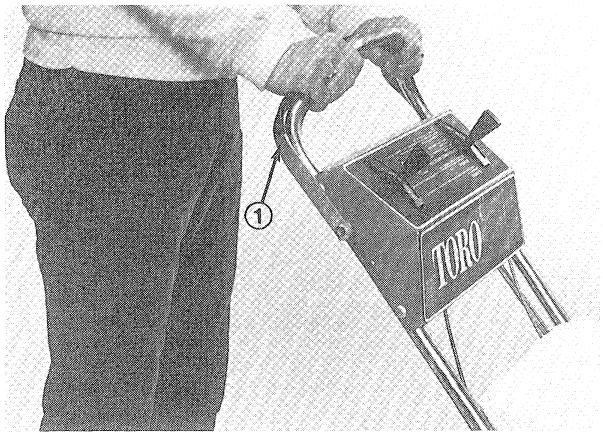

Figure 18
4. To drive mower with blade engaged, move control bar as instructed in previous step to engage blade, then continue moving control bar forward to handle (Fig. 18). Mower can be operated at variable speed in any gear by moving control bar partially forward. Mower ground speed will increase, up to speed allowed by gear selection, as control bar is moved toward handle.